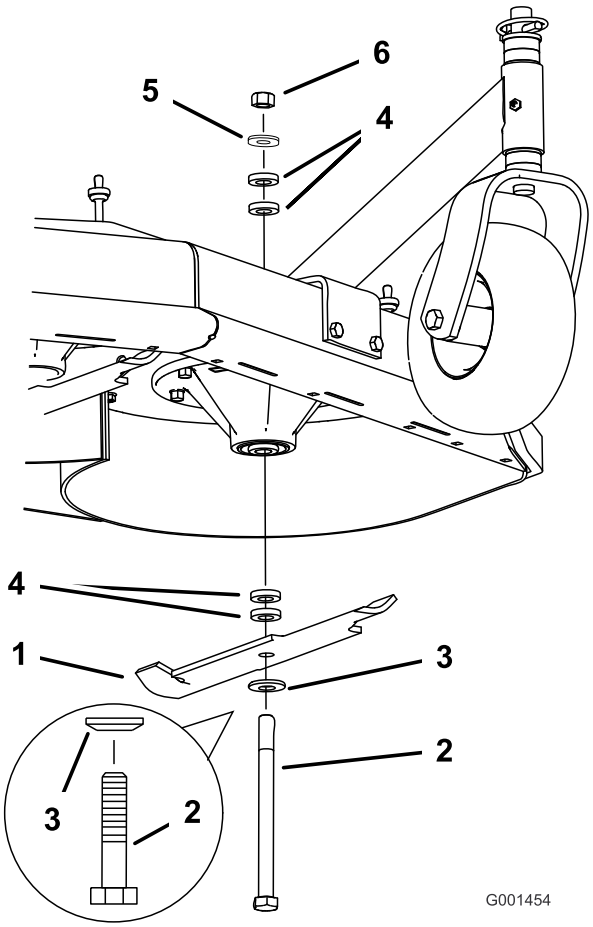

Figur 56
2. Fjern møtrikken, skæreknivsbolten, den buede skive, skærekniven, afstandsbøsningerne og den tynde skive fra spindelen (Figur 56).
1. Monter bolten, den buede skive og skærekniven. Vælg det passende antal afstandsbøsninger til klippehøjden, og skub bolten ned i spindlen (Figur 56).
2. Monter de resterende afstandsbøsninger, og fastgør dem med en tynd skive og en møtrik (Figur 56).